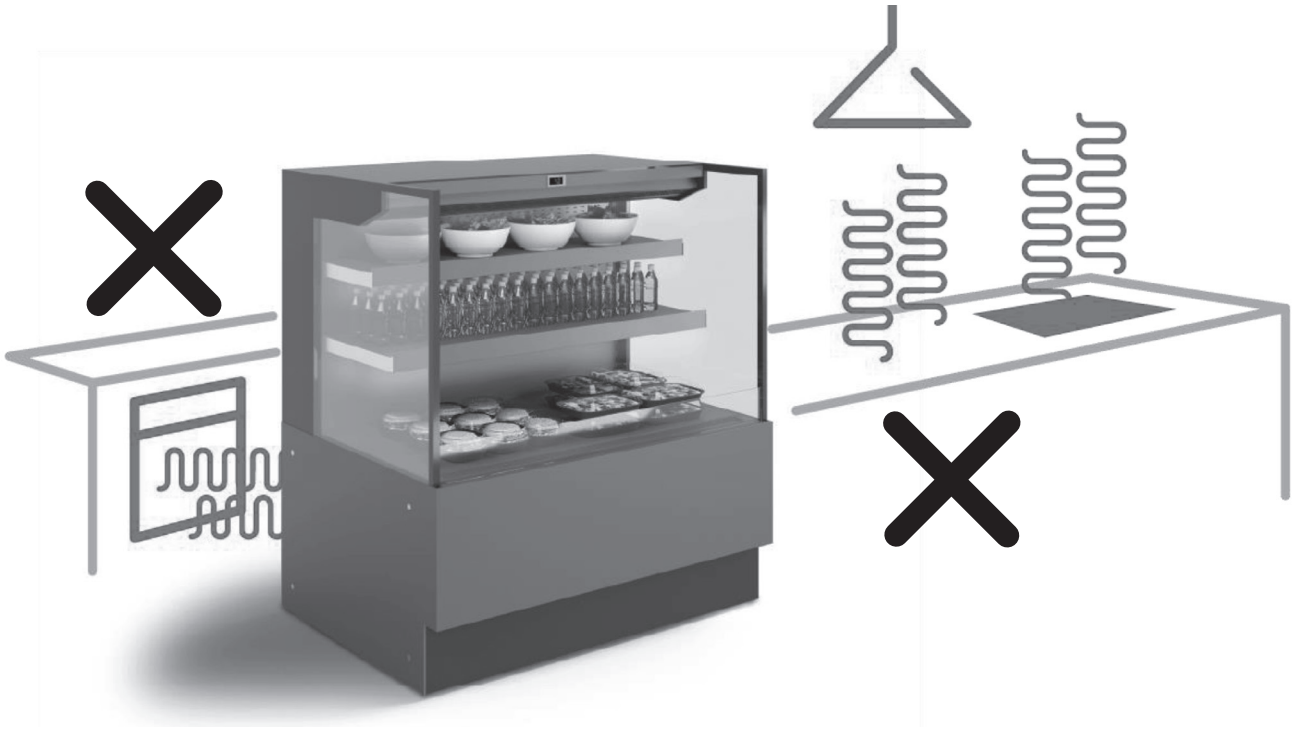

fig. 11
- Assicurarsi che l'apparecchiatura sia installata lontano da fonti di calore (radiatori, stufe etc.), e lontano dall'influenza di continui movimenti d' aria (causati ad esempio da ventilatori, bocchette dell'aria condizionata etc.) (fig.11).